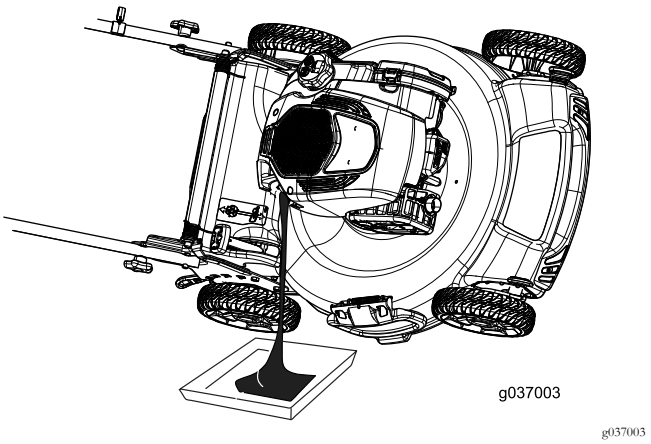

Figuur 35
4. Kantel de machine op de zijkant (met het luchtfilter naar boven) om de oude olie via de vulbuis weg te laten lopen (Figuur 35).